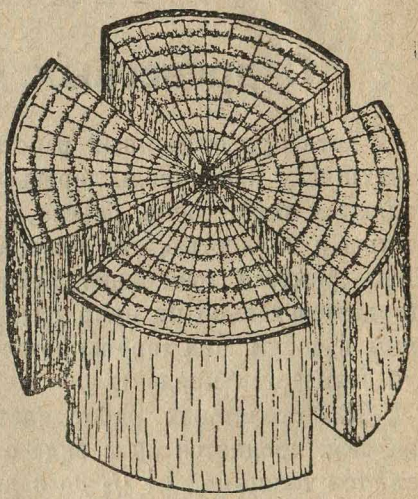

Рис. 2. Усыхание дерева.
что при высыхании дерева круги сокращаются, поверхность древесины, находящаяся дальше от сердцевины дерева, склонна к изгибу (B, C, D), в то время как отрезок A, отпиленный от середины дерева, становится закругленным с двух сторон. Квадратные куски дерева (EF) при высыхании приобретают алмазообразную форму, и потому необходимо распиливать дерево, как указано на рис. 1 (GH). В результате сжатия срубленного ствола при высыхании получаются расщепления в роде указанных на рис. 2.